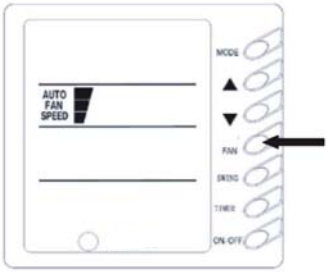

Рис.2
2) Fan (Регулирование скорости вентилятора) (рис.2)